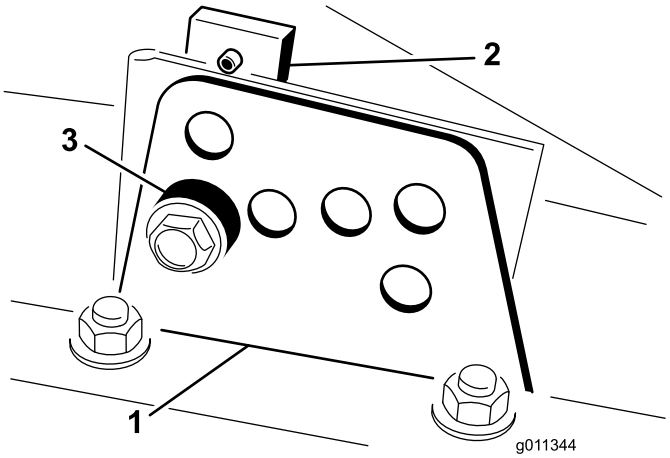

Figur 16
2. Løsne skruen som fester hver klippehøydebrakett til klippehøydeplaten (foran og på hver side) (Figur 16).